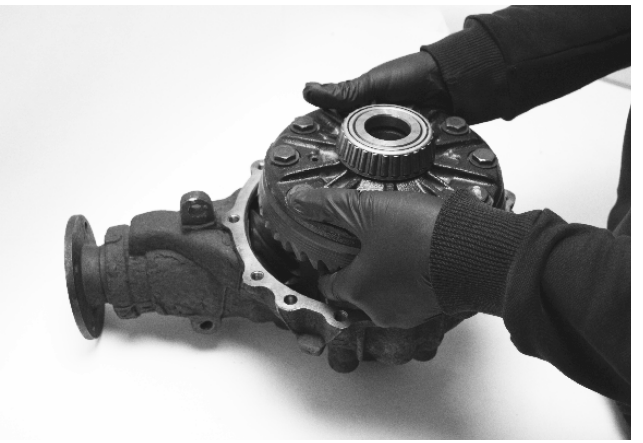

Рис. 7
1.11 Осторожно извлеките дифференциал в сборе с подшипниками из корпуса. (**Рис. 7**)